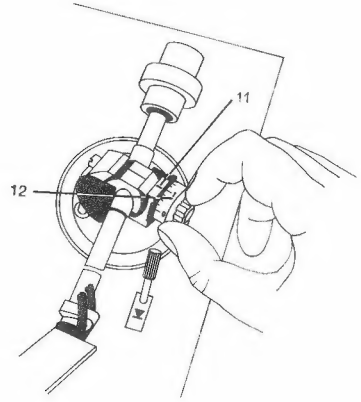

Fig. 5
1.6.2 Einstellen der Auflagekraft (Fig. 5)